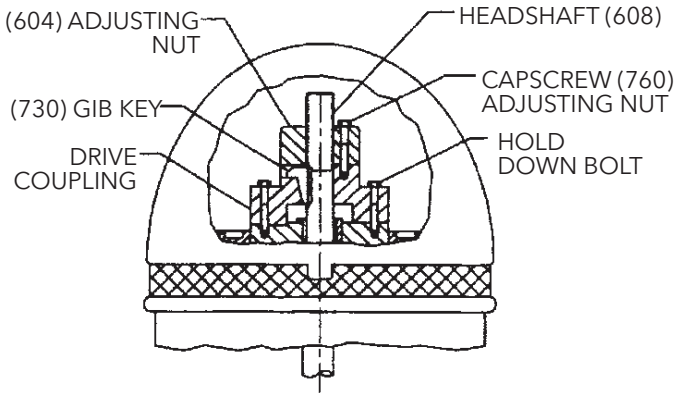
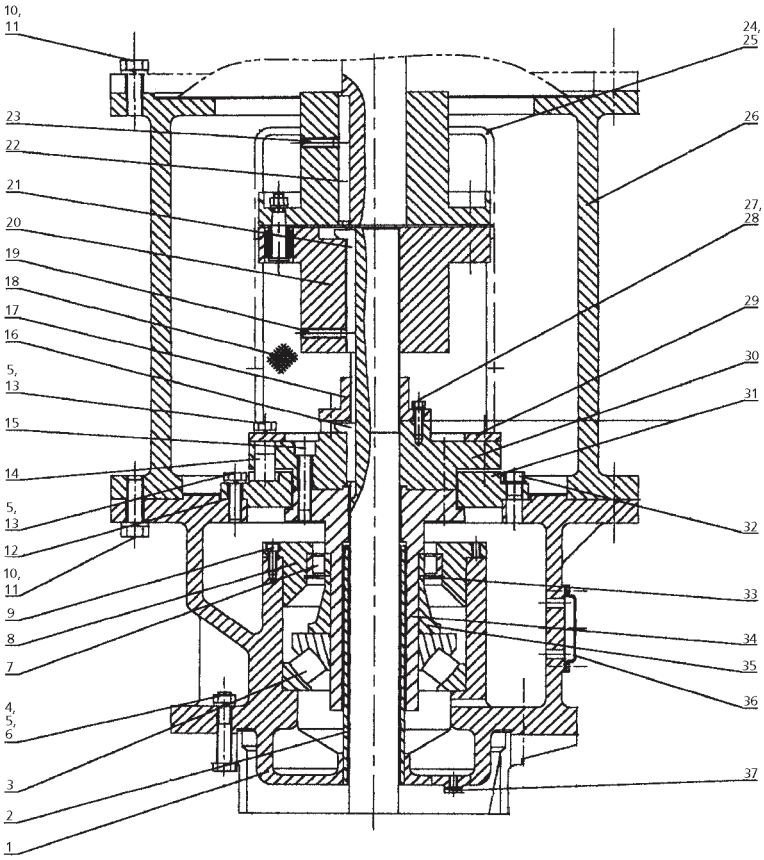

***Figure 12***
***Figure 19 – Oil Lubricated Thrust Pot***
1. The driving mechanism of all hollow shaft driver is shown on Figure 12. The head shaft (608) extends up through the quill or hollow shaft of the driver and is held in place by an adjusting nut (604), which not only carries all the static and hydraulic thrust of the impellers and shaft, but also provides the adjustment for the impeller clearances. The head shaft is connected to top shaft (or stub shaft) by a threaded coupling or a rigid flange coupling.
6. After lowering and orienting the driver as explained above, remove the drive coupling and the hold down bolts (See Figure 12). **Be sure to mark the location of the coupling before removing it.**
12. Fit gib key (730) into keyway, by filing if necessary, to where there is a snug but sliding fit. This key must be able to be removed by gentle leverage with a screwdriver under it.
13. Be careful that the gib key (730) is not too high so as to hold up the adjusting nut (604) from seating on the drive coupling. If it is, cut off some length of the key.
14. Install adjusting nut (604) to hand tight.
If the unit is supplied with a thrust pot (see Figure 19), the thrust pot should be installed on top of the discharge head or motor stand before installing the driver. The driving mechanism of the thrust pot assembly is similar to the hollow shaft motor. (See Figure 12)
### OIL LUBRICATED THRUST POT (SEE FIGURE 19)